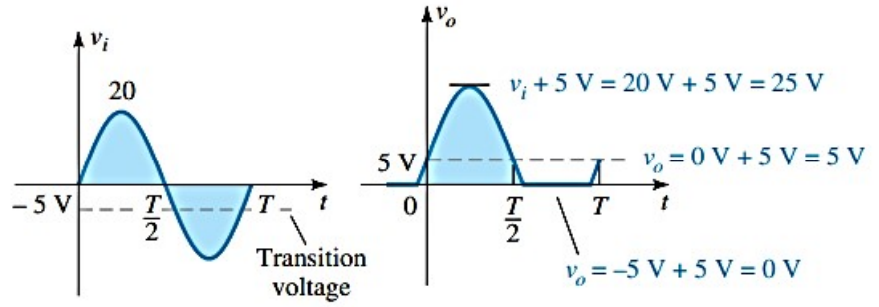

Fig. 9
Step 4: In **Fig. 9** horizontal line is drawn through the applied voltage at the transition level.
Using **Fig. 9** , we find that for conditions when the diode is on and the diode current is established the output voltage will be the following, as determined using Kirchhoff's voltage law: